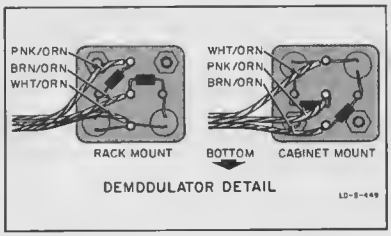

Figure 5-4. Cabinet/Rack Demodulator Differences
5-17. The demodulator assembly (A104) is located behind the meter between the main chassis and the power transformer (see figures 5-4 and 5-13). Proceed as follows:
d. Reverse the above procedure to install replacement assembly. Wire connection differs for the 413A cabinet mount and the 413AR rack mount. See figure 5-4 for wiring detail.